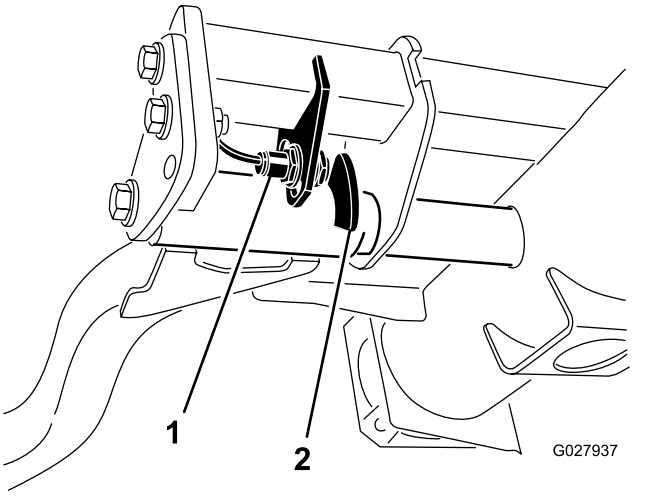

Figur 66
2. Lyftarmsbrytaren sitter under hydraultanken, bakom den främre, högra lyftarmen (Figur 66).
3. Lossa brytarens fästskruvar och flytta ned brytaren för att öka lyftarmens vändhöjd, eller flytta upp den för att minska vändhöjden (Figur 66).